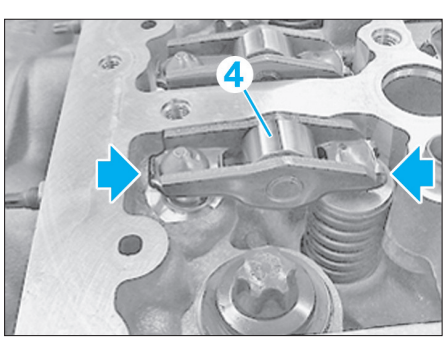

Fig. 89
- Contrôler impérativement la position de montage des basculeurs à galet **(Fig.89)**.